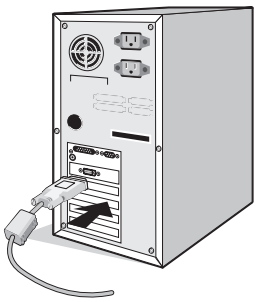

Abbildung A.1
2. **Für PCs mit digitalem DVI-Ausgang:** Verbinden Sie das DVI-Kabel mit dem Anschluss der Grafikkarte in Ihrem System (**Abbildung A.1**). Ziehen Sie alle Schrauben fest.